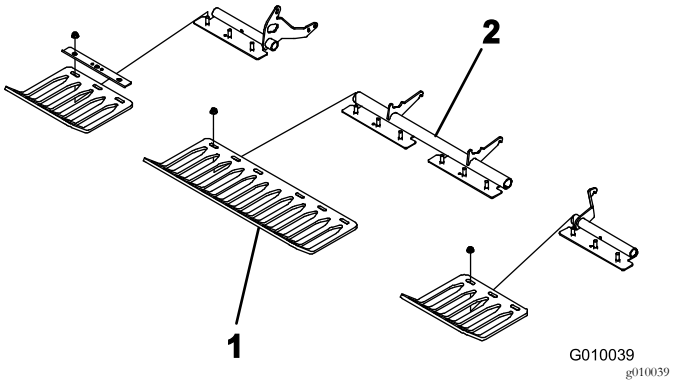

Figur 23
4. Monter plæneafskærmningerne løst på plæneafskærmningsbeslagene med 4 plæneafskærmningsklemmer og 12 flangemøtrikker (Figur 23). Tilspænd ikke fastgørelsesanordningerne.
Bemærk: Plæneafskærmningsklemmerne og flangemøtrikkerne er fastgjort til plæneafskærmningsbeslagene ved leveringen (Figur 23).